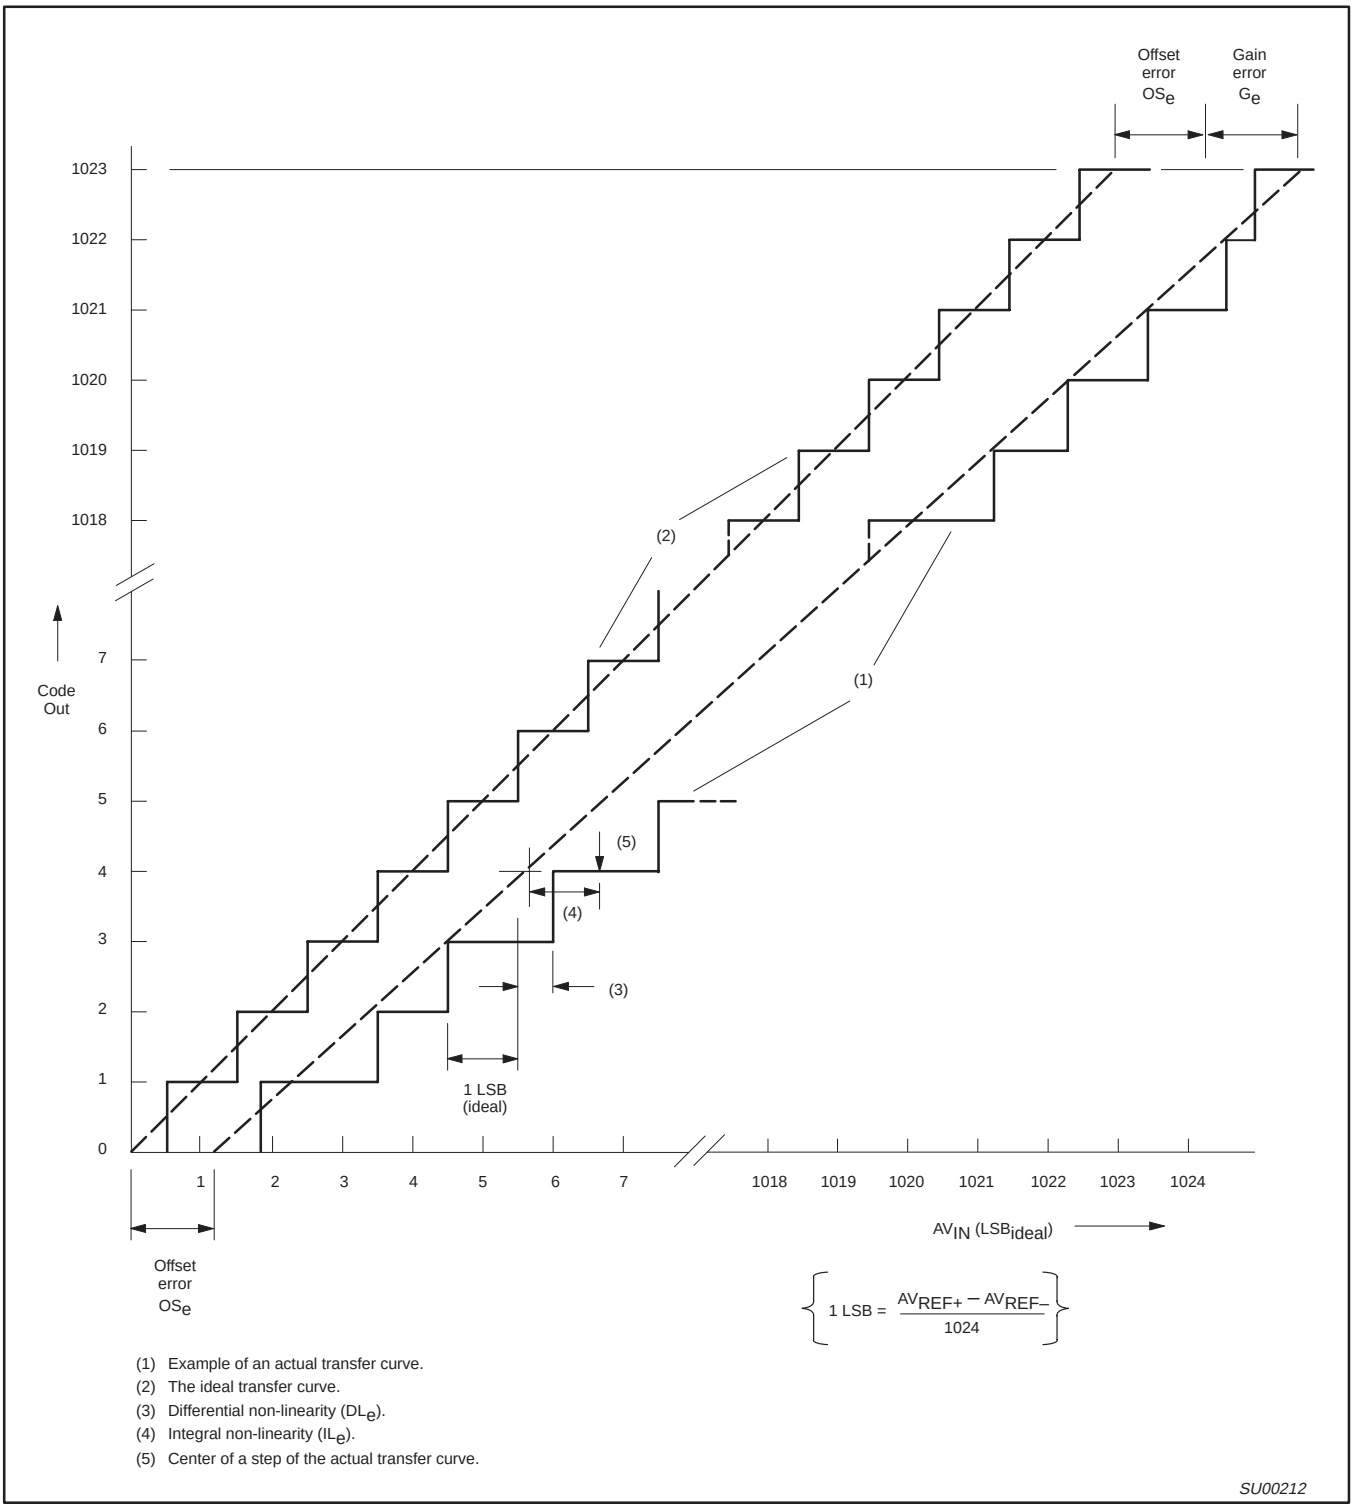

**Figure 48. ADC Conversion Characteristic**
11. The differential non-linearity ($DL_e$) is the difference between the actual step width and the ideal step width. (See Figure 48.)
13. The integral non-linearity ($IL_e$) is the peak difference between the center of the steps of the actual and the ideal transfer curve after appropriate adjustment of gain and offset error. (See Figure 48.)
14. The offset error ($OS_e$) is the absolute difference between the straight line which fits the actual transfer curve (after removing gain error), and a straight line which fits the ideal transfer curve. (See Figure 48.)
15. The gain error ($G_e$) is the relative difference in percent between the straight line fitting the actual transfer curve (after removing offset error), and the straight line which fits the ideal transfer curve. Gain error is constant at every point on the transfer curve. (See Figure 48.)